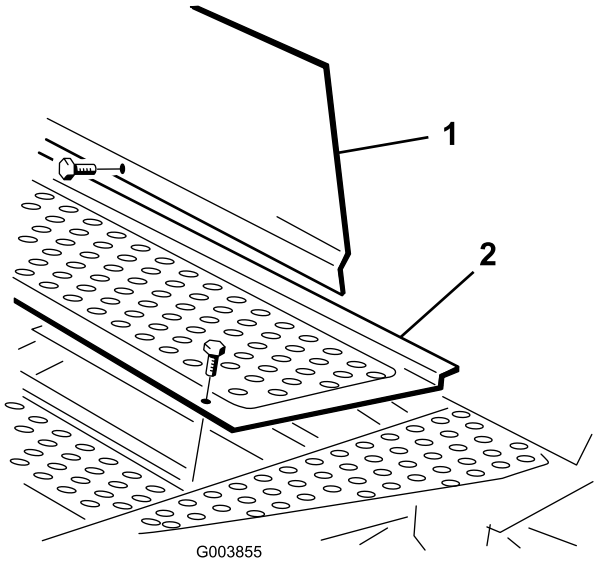

Figur 5
1. Fjern festene som holder fast fremre, venstre hjørne av gulvpanelet og den venstre enden av servicepanelet til rammen (Figur 5).
2. Erstatt gulvpanelet med en flenshodebolt (5/16 x 5/8 tomme) levert blant de løse delene (Figur 5).
3. Erstatt servicepanelet med en flenshodebolt (5/16 x 3/4 tomme) levert blant de løse delene (Figur 5).